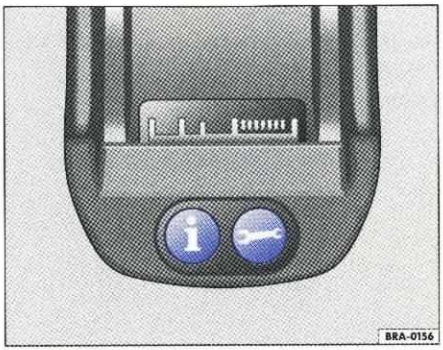

Rys. 23 Przyciski numeru informacyjnego i awaryjnego
– Nacisnąć przycisk [i] ⇒ rys. 23 i przytrzymać dłużej niż dwie sekundy. Trwa łączenie rozmowy.